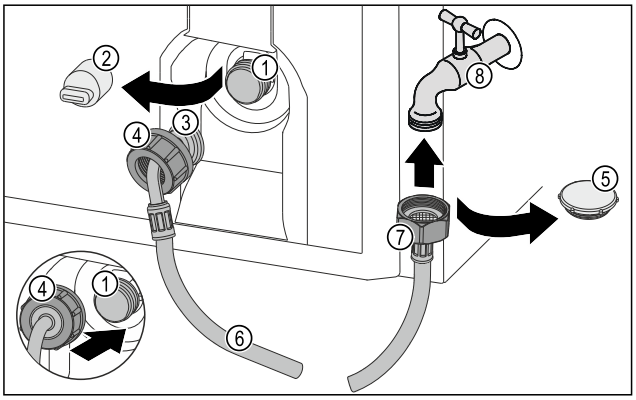

*Fig. 23*
▶ Uzavírací víčko *Fig. 23 (5)* odstraňte.
▶ Rovný konec hadice *Fig. 23 (7)* připojte k vodovodnímu kohoutku *Fig. 23 (8)*.
▶ Utáhněte matici na rovném konci hadice *Fig. 23 (7)* ve směru hodinových ručiček.